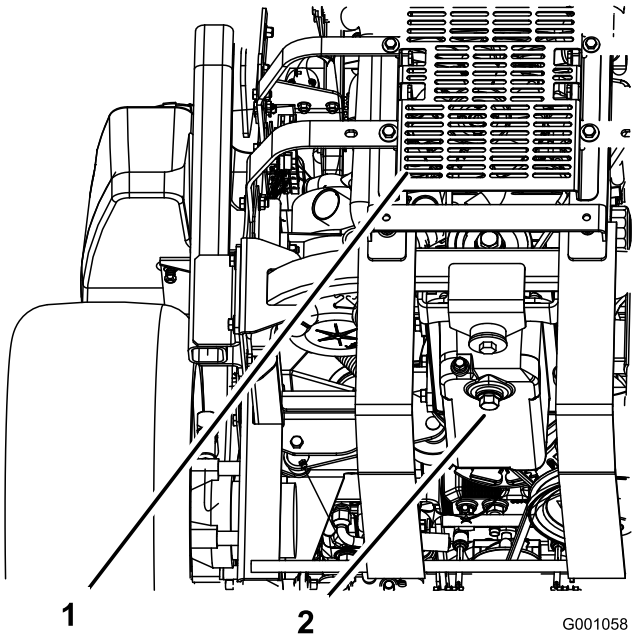

**Figur 41**
5. Placer en bakke under olieaftapningsproppen. Afmonter aftapningsproppen, og lad al olien løbe ud (Figur 41).